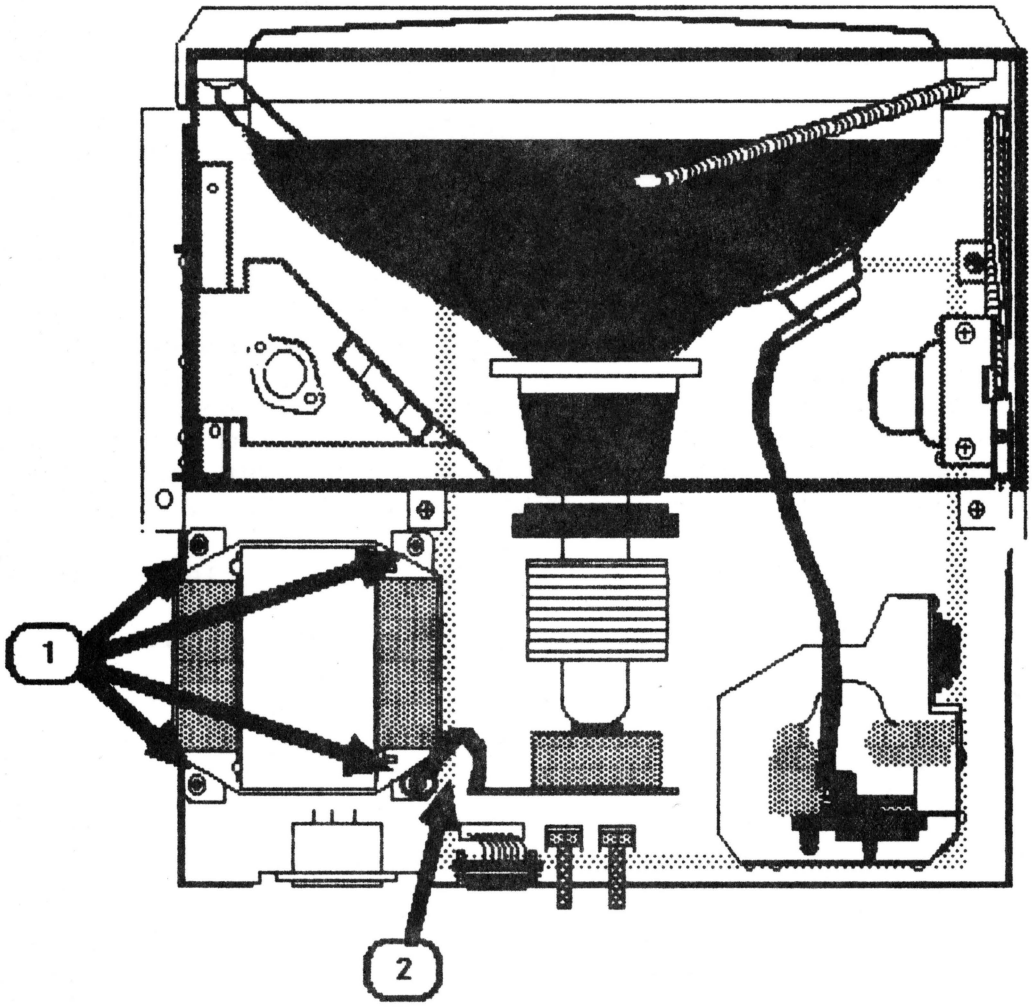

FIGURE12
4. Remove the four power transformer mounting screws shown in Figure 12, #1.
2. Place the transformer over its mounting holes with the wires closest to the P/S board. (Figure 12, #1.)
3. Position the ground strap over the proper screw hole (Figure 12, #2) and secure the ground strap by tightening the screw over the strap.